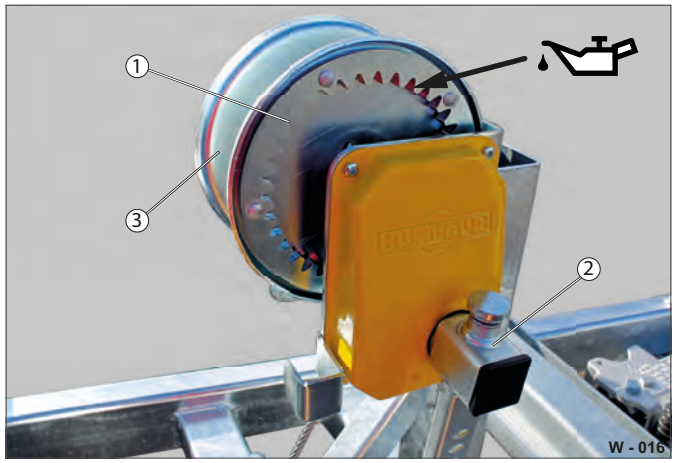

Fig. 16 Kontrol/oliesmøring af wiren
- ▶ Kontrollér tandsegmenterne (Fig. 16 /1) for beskadigelser.
- ▶ Kontrollér tromlen (Fig. 16 /3) for deformation/slitage.
- ▶ Sæt håndtaget (Fig. 16 /3) på tappen, og kontrollér at det går korrekt i indgreb.